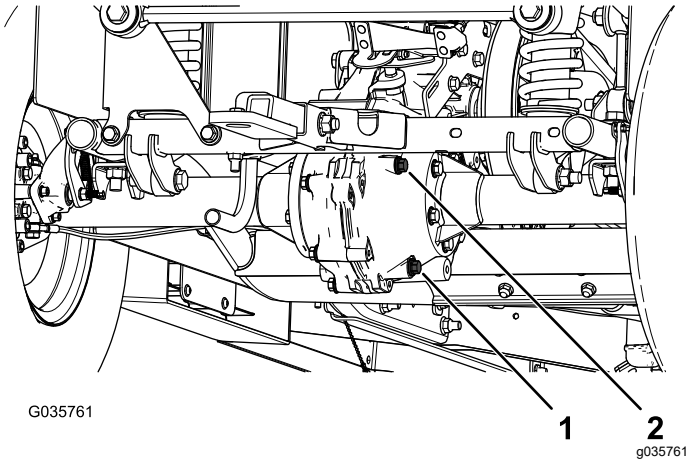

Figur 59
4. Fjern fyllepluggen på transakselen (Figur 59).
5. Hvis væskenivået er lavt, tar du av fyllepluggen og fyller på den spesifiserte væsken til den renner ut av hullet (Figur 59).
1. Plasser tappefatet under tappepluggen (Figur 59).
2. Ta ut fyllepluggen og kontroller tetningen (Figur 59).
3. Fjern tappepluggen og tetningen, og la væsken renne helt ut (Figur 59).